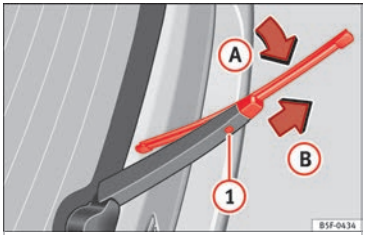

Fig. 80 Changing the rear wiper blade
- Pull the wiper blade out of its mounting on the wiper arm ››› **Fig. 80** (arrow (A)).
- Hold down the release button ››› **Fig. 80** (1) while gently pulling the blade in the direction of arrow (B). This may require some strength.
- Insert a new blade of the **same length and type** in the wiper arm in the opposite direction to the arrow ››› **Fig. 80** (B) and hook into place. This feature is operational when the knob is in position (arrow (A)).